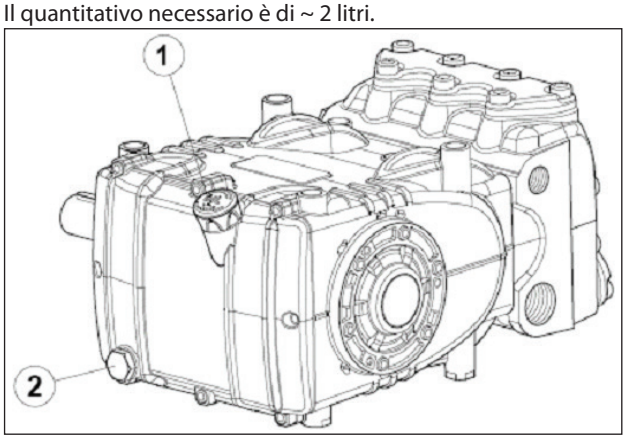

Fig. 3
Dall'asta livello olio pos. ①, Fig. 3.
Il controllo corretto del livello dell'olio si esegue con la pompa a temperatura ambiente, il cambio dell'olio va eseguito con pompa a temperatura di lavoro rimuovendo: l'asta livello olio pos. ①, e successivamente il tappo pos. ②, Fig. 3.